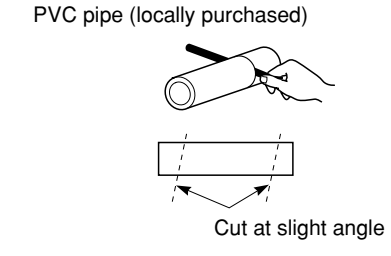

**Fig. 3-17**
(5) Measure the thickness of the wall from the inside edge to the outside edge and cut the PVC pipe at a slight angle 6 mm shorter than the thickness of the wall. (Fig. 3-17)